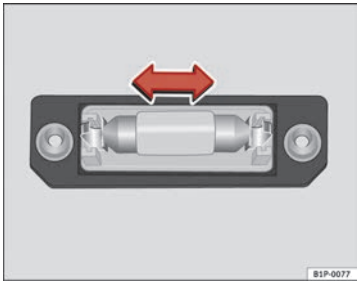

Abb. 211 Kennzeichenbeleuchtung
– Nehmen Sie die Glühlampe in Pfeilrichtung heraus ⇒Abb. 211.